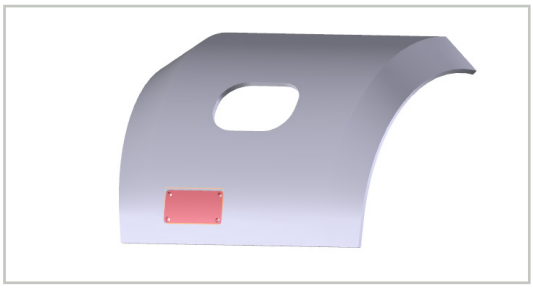

图 1
- 如果扶梯扶手带盖板是金属材质，需要在金属盖板上开孔，并用塑料材质盖板覆盖。开孔尺寸取决于传感器和盖板之间的距离，尺寸不应小于 80mm（宽）X55mm（高）。（如图 1）